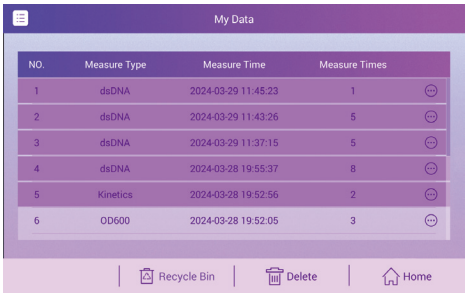

FIG.22
(3) Delete: Click "My Data" on the main screen to enter the Data Browse homepage. Long press a line to select, selected, the original "Find" button becomes "Delete", as shown in FIG.22, click "Delete", users can delete the experiment from the database.
Save: Click the "Save" button to save all the operations set in the settings screen. And prompt "Settings Saved", as shown in FIG.22.